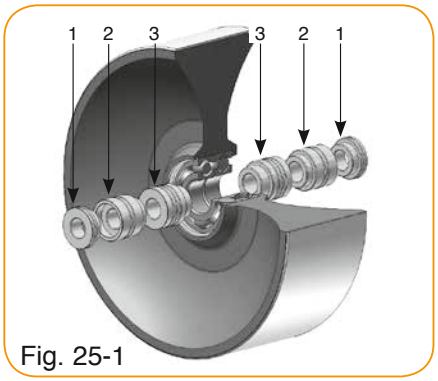

Fig. 25-1
- Montage version A ou C : roue largeur 67mm (fig. 25-1).
- Version A or C assembly : 67mm wide wheel (fig. 25-1).
- Montaje versión A o C : rueda anchura 67mm (fig. 25-1).